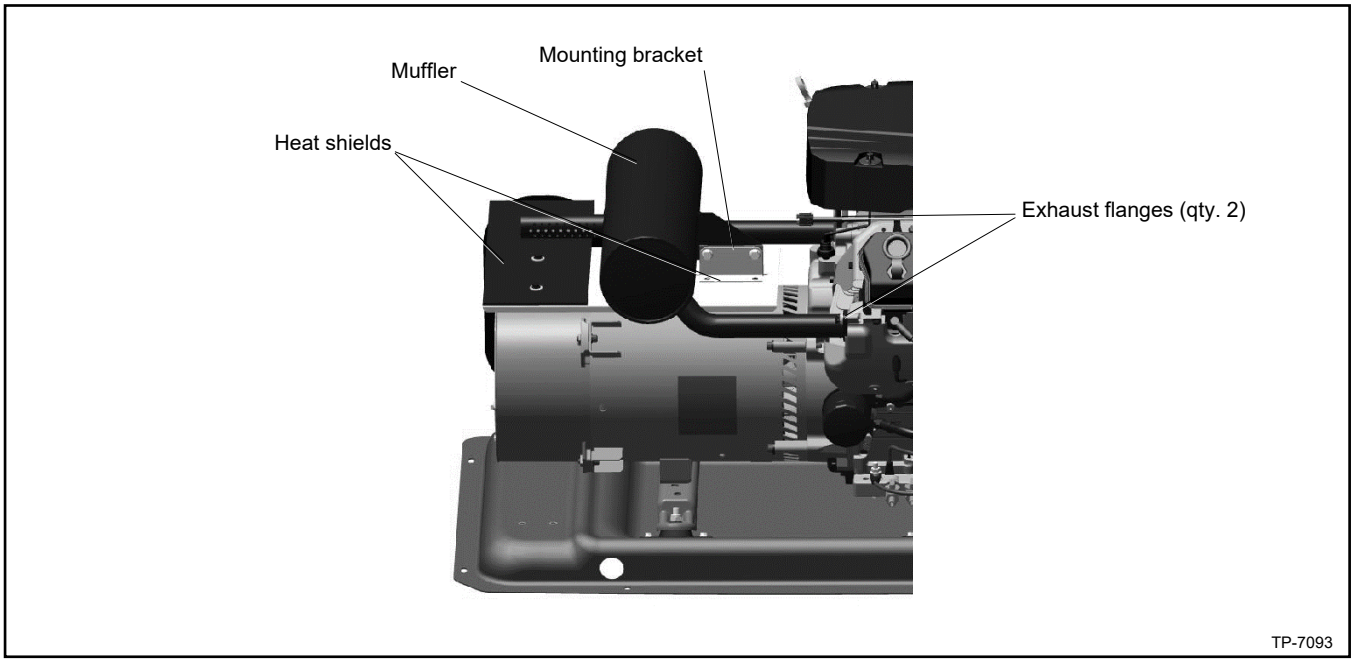

Figure 139 Muffler and Heat Shields
10. Install the exhaust system. See Figure 139.